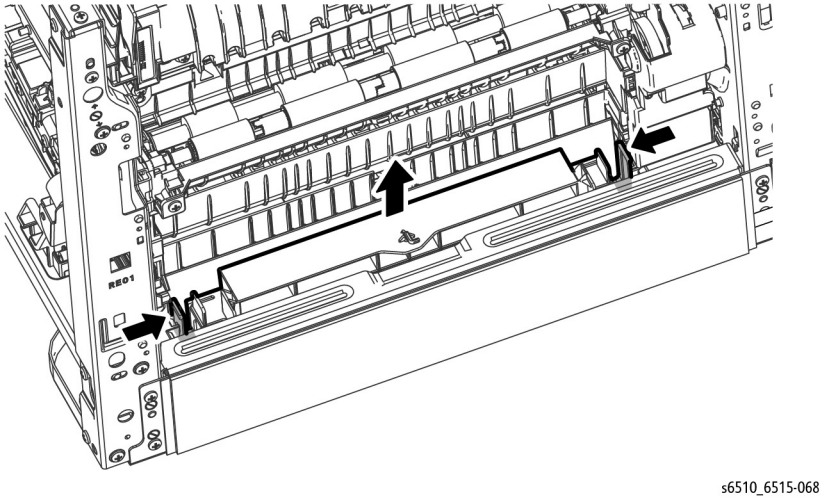

Figure 2 Remove the Option Registration Chute
4. Refer to Figure 2 to release two hooks and remove the Option Registration Chute.